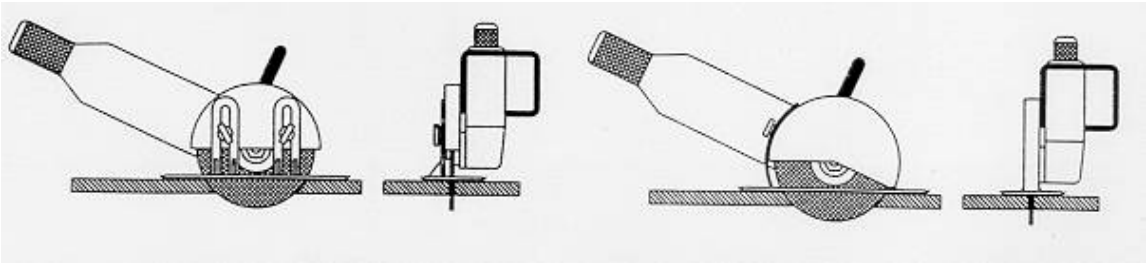
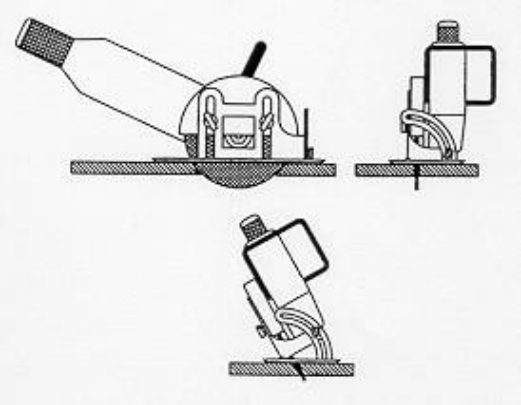

Fig. 3: Guía para cortes perpendiculares con profundidad graduable
Fig. 4: Guía para cortes con inclinación y profundidad graduables
- Existen también guías acoplables a la máquina que permiten, en modo portátil, ejecutar trabajos de este tipo, obteniendo resultados precisos y evitando peligrosos esfuerzos laterales del disco (Fig. 3 y fig. 4); en muchos de estos casos será preciso ayudarse con una regla que nos defina netamente la trayectoria.